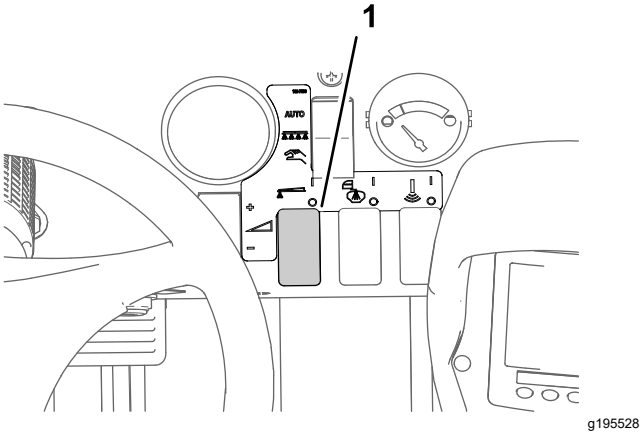

Figura 47
8. Utilice el interruptor de caudal para obtener la presión de fumigación deseada, según lo indicado en la Guía de selección de boquillas proporcionada con el fumigador (Figura 47).